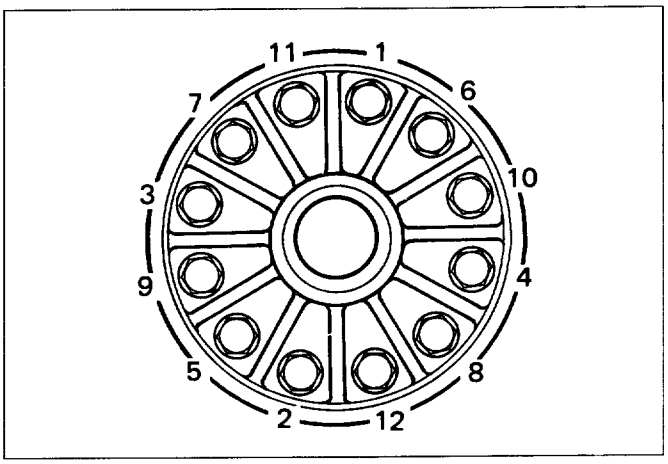

Fig. 4B-57
5) Tighten the fixing bolts in a diagonal sequence as illustrated (Fig. 4B-57).
Clearance between the differential pinion and the cross pin measurement (Fig. 4B-58).